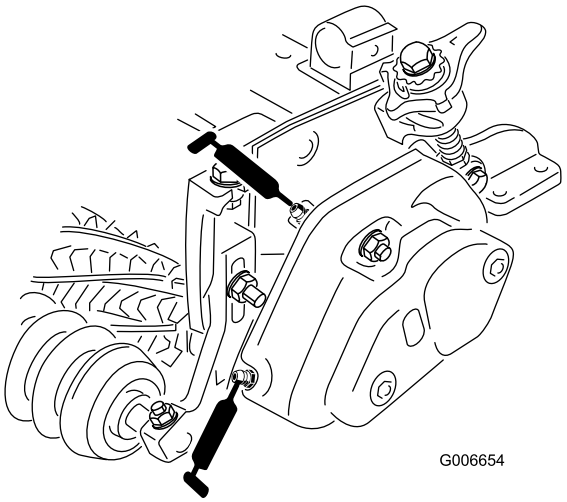

Figura 14
25. Llene el alojamiento del cojinete de cada molinete con grasa (Figura 14). El exceso de grasa saldrá entre las juntas interiores y los protectores.
26. Engrase cada uno de los cojinetes del acondicionador (2 o 3 aplicaciones como máximo) (Figura 14). No aplique demasiado grasa, porque un exceso de grasa podría causa un fallo de la junta. Limpie cualquier exceso de grasa.